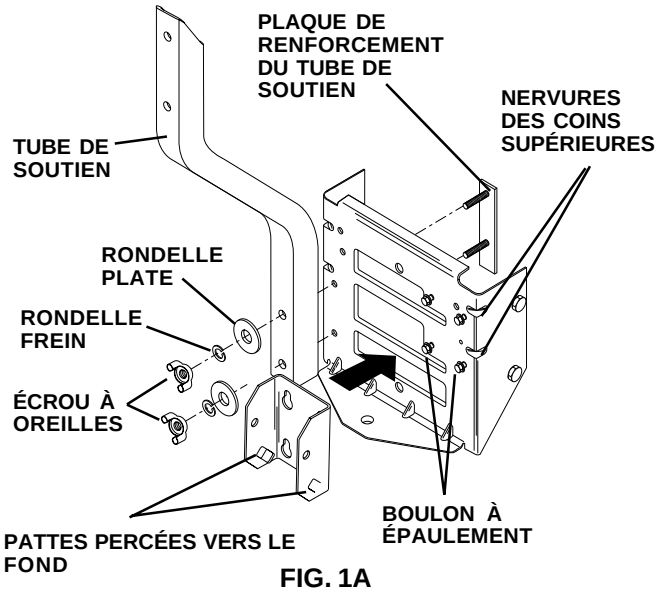

FIG. 1A
1 SUPPORT DE MONTAGE ARRIÈRE ET TUBE DE SOUTIEN (Voyez les Figs. 1A, 1B et 1C) Utilisez la visserie - - GROUPE “A”
REMARQUE: Si votre tracteur a déjà quatre (4) boulons à épaulement installés sur la barre d’attelage arrière, accrochez simplement le support de montage, indiquant les pattes vers le bas, sur les boulons (Voyez la Fig. 1A).